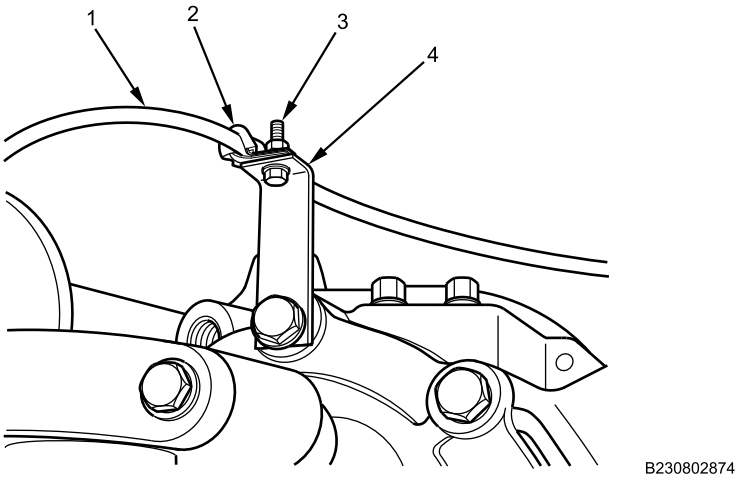

Figure 3. Air Line Clamp.
5. Remove air line clamp bolt (Figure 3, Item 3) from bracket (Figure 3, Item 4) . Remove air line (Figure 3, Item 1) from clamp (Figure 3, Item 2).